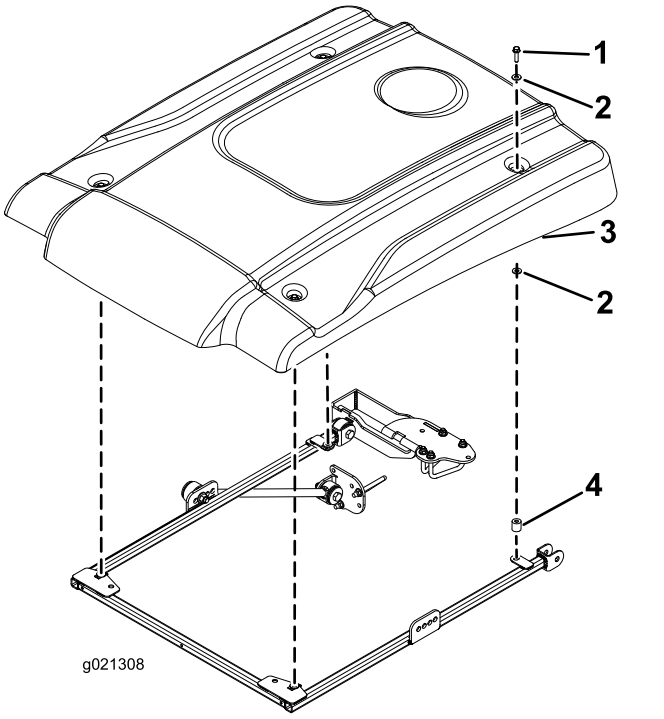

Figur 37
11. Når du innretter monteringshullene, plasser solskjermen på rammen som vist i Figur 37.
12. Monter hvert hjørne av solskjermen løst på rammen med en flenshodebolt (5/16 x 1 1/4 tomme), to små skiver og et avstandsstykke (Figur 37). Plasser en skive på hver side av solskjermens gummitetning.